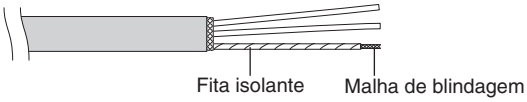

Fig. 4-10
(2) Descarne cuidadosamente a blindagem trançada e torça os fios blindados descarnados de modo a que fiquem unidos firmemente. Isole os fios blindados cobrindo-os com um tubo de isolamento ou enrolando fita de isolamento em seu redor. (Fig. 4-10)